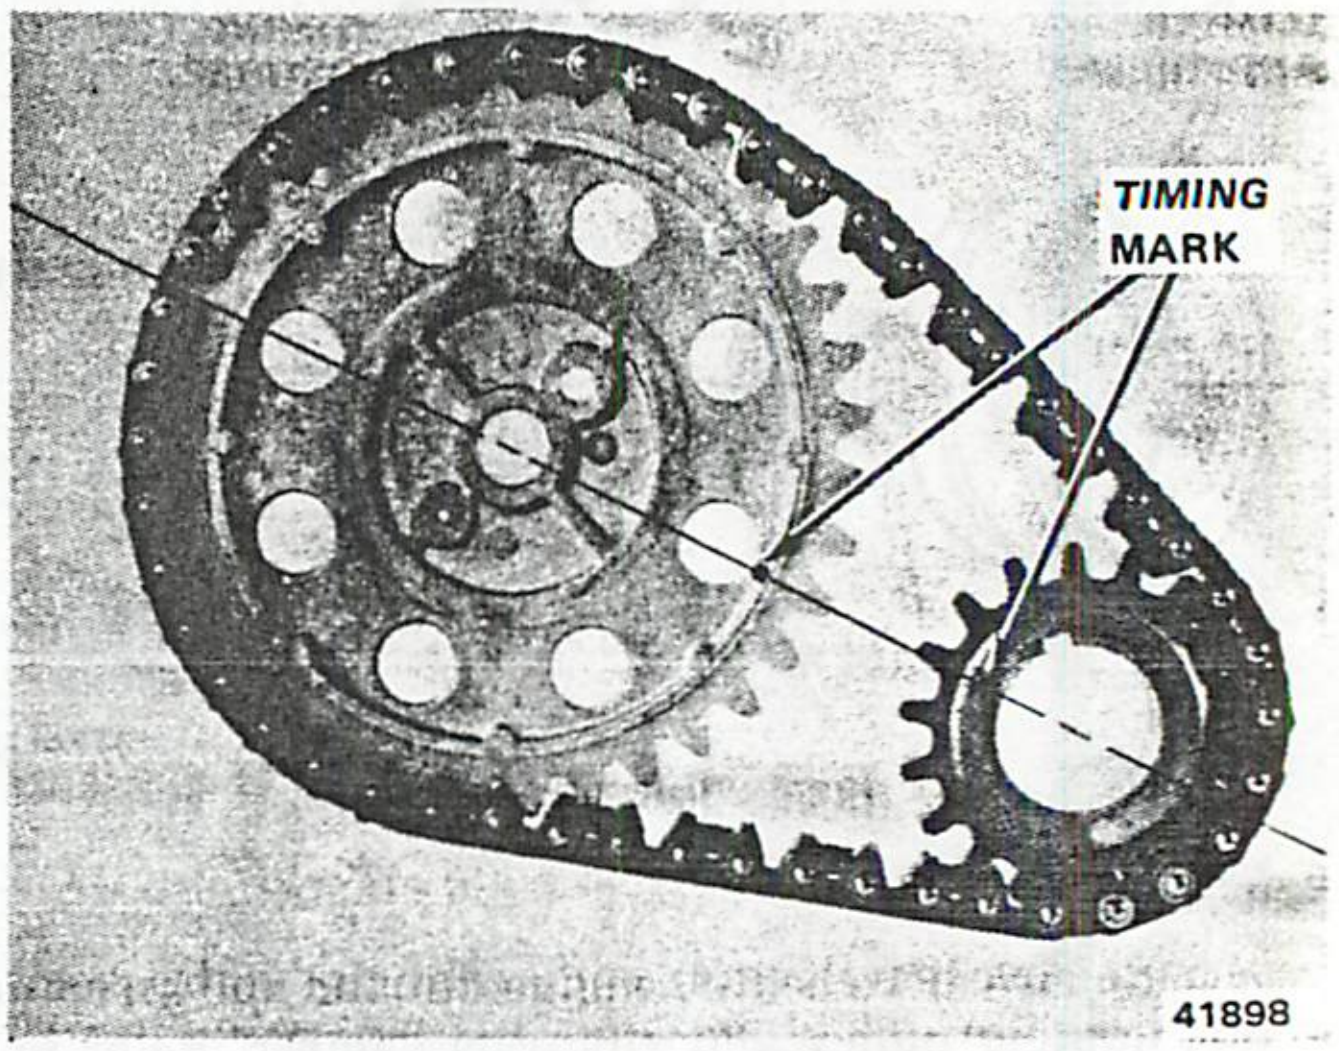

Fig. 1B-65 Timing Sprocket Alignment
(1) Remove drive belt(s).
(2) Remove engine fan and hub assembly.
(3) Remove vibration damper pulley.
(4) Remove vibration damper.
(5) Remove timing case cover.
(6) Remove oil seal from timing case cover.
(7) Remove camshaft sprocket retaining screw and washer.
(8) Rotate crankshaft until timing mark on crankshaft sprocket is closest to and on centerline with timing mark of camshaft sprocket (fig. 1B-65).
(1) Assemble timing chain, crankshaft sprocket and camshaft sprocket with timing marks aligned (fig. 1B-65).
(2) Install assembly on crankshaft and camshaft.
(3) Install camshaft sprocket retaining screw and washer and tighten with 50 foot-pounds (68 N•m) torque.